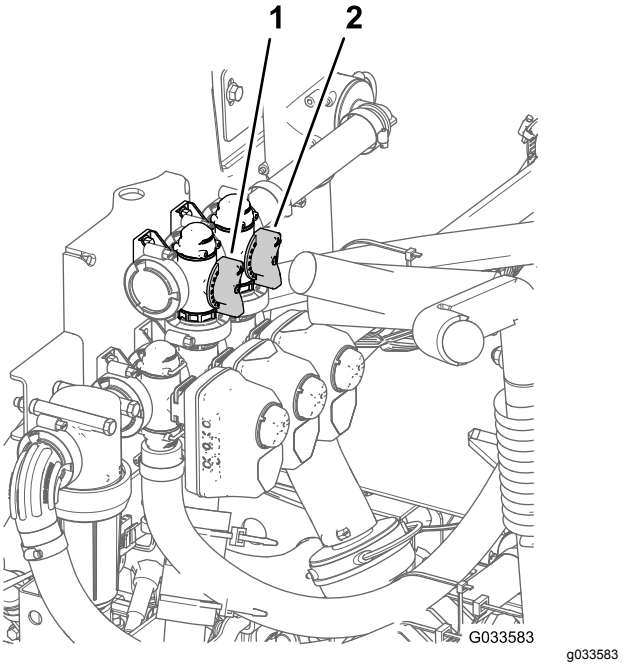

Figur 89
11. Juster omløpsventilen for risting (Figur 89) på baksiden av risteventilen helt til trykkmålingen viser 6,9 bar.
8. Juster håndtaket for hovedbomomløpet for å kontrollere hvor mye risting som skjer i tanken (Figur 89).